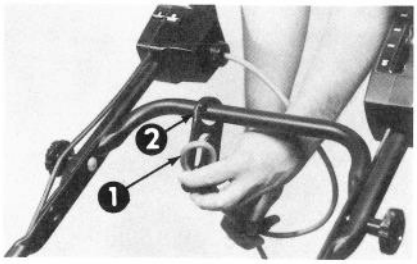

Afbeelding 8
2. Bevestig het verlengsnoer aan de kabelklem die zich op het onderste deel van de stuurstang bevindt (Afb. 8 & 9).. Zorg ervoor, dat er voldoende speling blijft tussen de kabelklem en de veiligheidsschakelaar, zodat de kabelklem tijdens het maaien geroteerd kan worden.